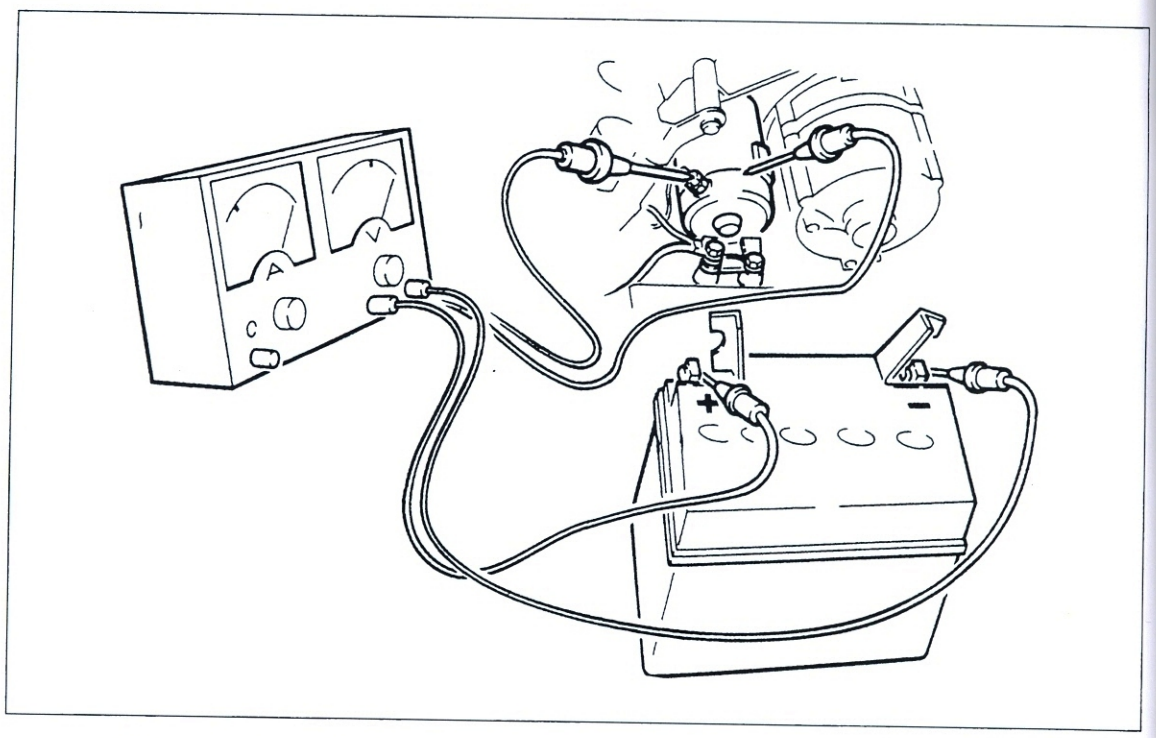

Bild 104
- Voltmeter zwischen Plus- und Minuspol der Batterie anschliessen und Starter 2 bis 3 Sekunden betätigen. Dabei Voltwert ablesen (Bild 104).
- Voltmeter zwischen Pluszuleitung und Masse am Starter anschliessen (Bild 104) und Starter 2 bis 3 Sekunden betätigen. Dabei Messwert ablesen und mit notiertem Wert vergleichen. Falls Differenz grösser als 0,5 Volt, ist Starter defekt.